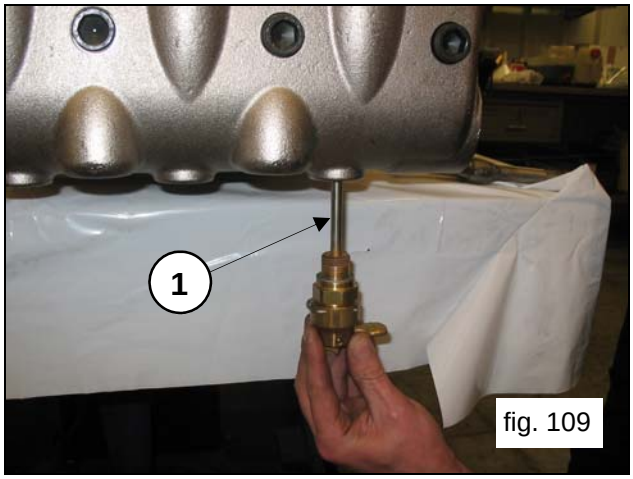
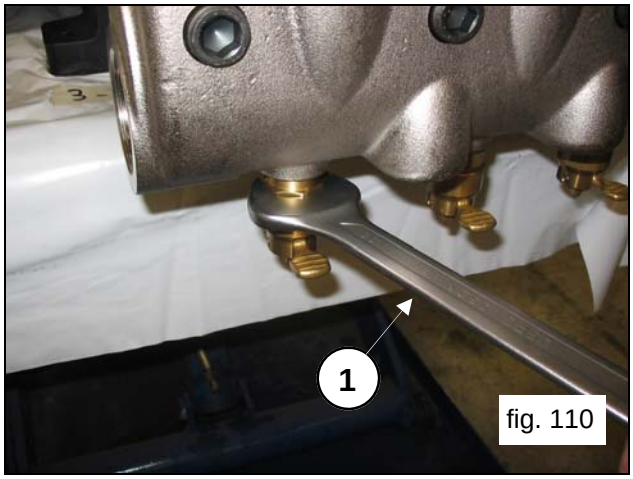

fig. 109
fig. 110
Apply the valve opening devices (pos.①, fig.109) and fasten them using a 30 mm wrench (pos.①, fig.110).